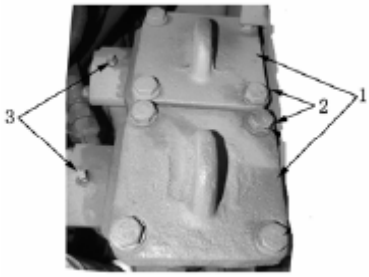

Рис. 4-13
4. Промывка и замена всех деталей масляного фильтра (рис. 4-13)